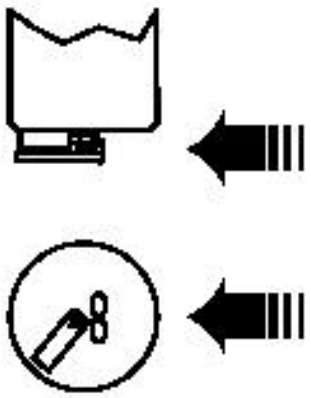

图7 传感器探头的定位
插入式传感器（如果情况适用，也包括浸没式传感器）在安装时应该使其与工艺中介质流的方向，以确保传感器上的玻璃窗对着介质流向的上流，示意图如图7所示。对于插入式传感器：
4、按照图7所示传感器探头定位的方向，确定传感器安装的方向。
1、校验传感器方向定位正确，必要情况下请参照图7。